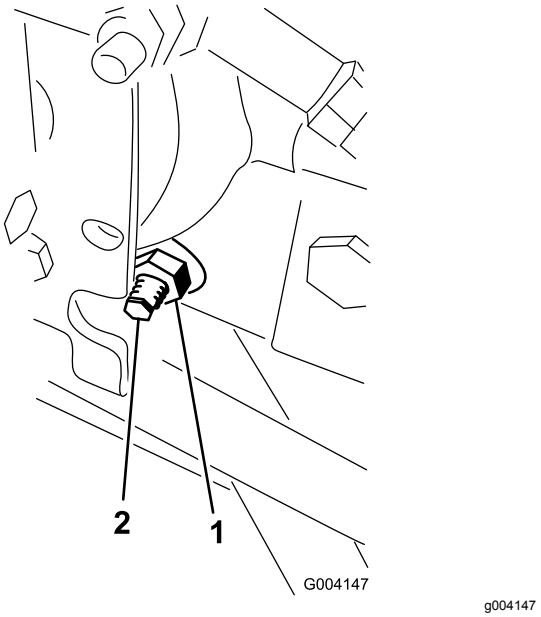

Figur 63
3. Lossa låsmuttern på hjuldrivningens justeringskam på höger sida av hydrostaten (Figur 63).